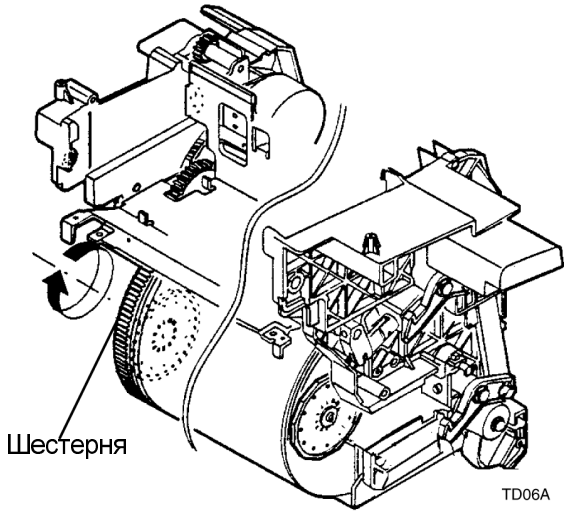

Рисунок 4. Вращение шестерни
1. (Рисунок 4): Найдите два регулировочных кулачка - один с правой, а другой с левой стороны барабана переноса. Вам потребуется вращать барабан переноса до тех пор, пока регулировочный винт и кулачок не будут видны через отверстие с правой стороны.